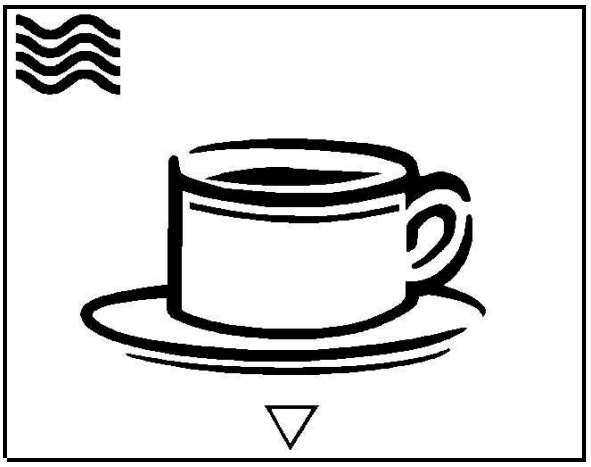

Rys. 1
Jeśli trzeba odkamieniać urządzenie, na displayu (11) pokaże się następujący symbol (rys.1).